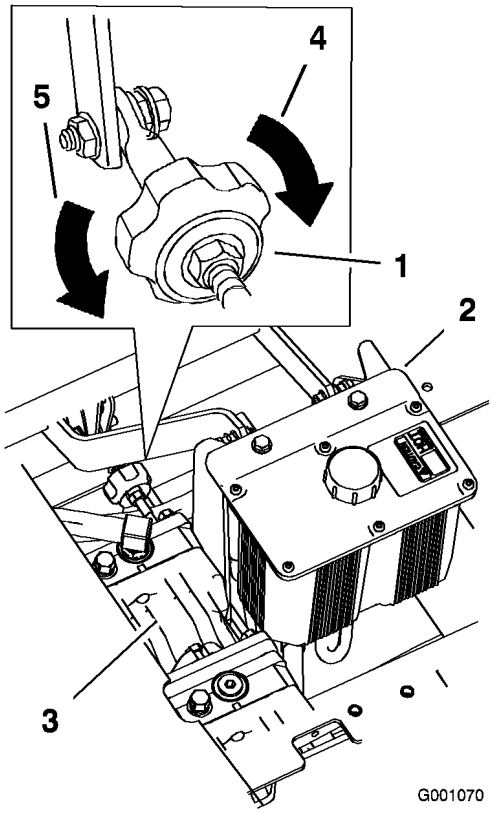

Figur 70
2. Juster pumpestangens længde ved at dreje knappen i den rigtige retning, indtil hjulet står stille eller kryber en smule i bakgear (Figur 70).